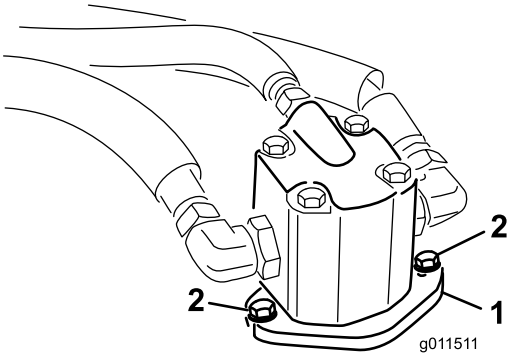

Figur 70
4. Ta bort de bultar som håller fast hydraulmotorn vid klippenheten (Figur 70). Lyft av motorn av klippenheten och lägg den ovanpå klippenheten.